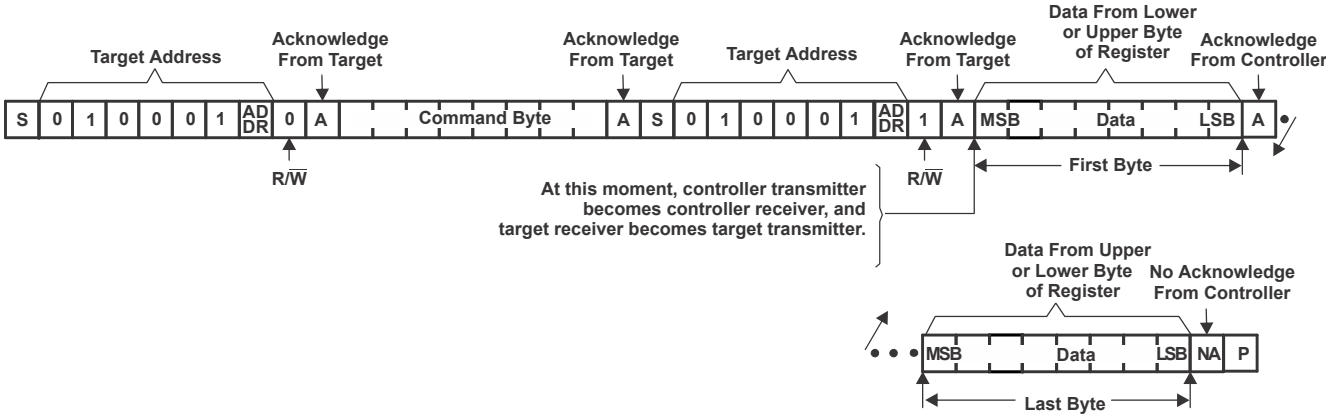

图 8-9. Read From Register
After a restart, the device address is sent again but, this time, the LSB is set to a logic 1. Data from the register defined by the command byte then is sent by the TCA6424A (see 图 8-9 and 图 8-10).
B. This figure eliminates the command byte transfer, a restart, and target address call between the initial target address call and actual data transfer from P port (see 图 8-9).